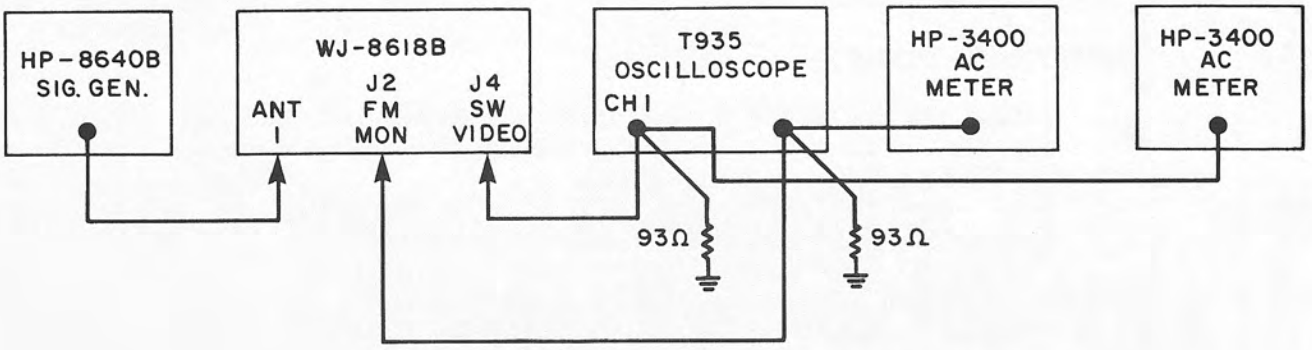

Figure 4-23. Audio/Video/COR Alignment, Equipment Connections
2. Connect the test equipment as illustrated in **Figure 4-23.**